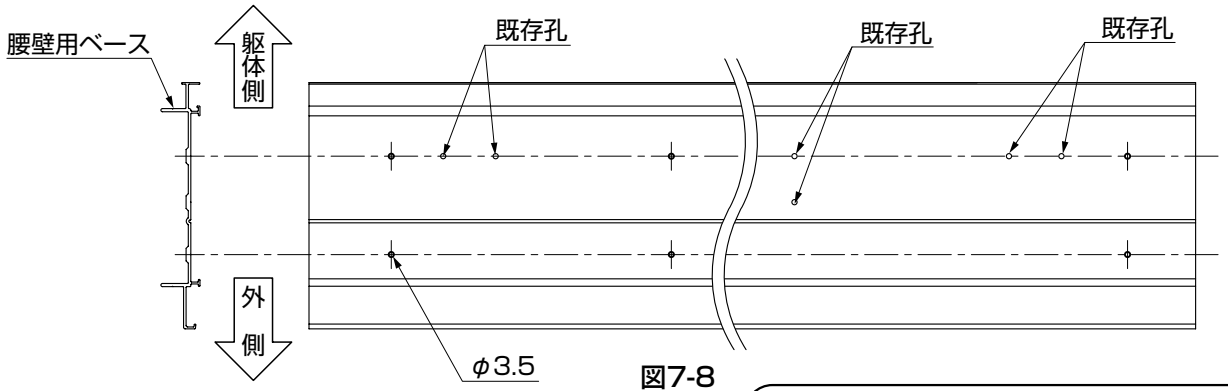
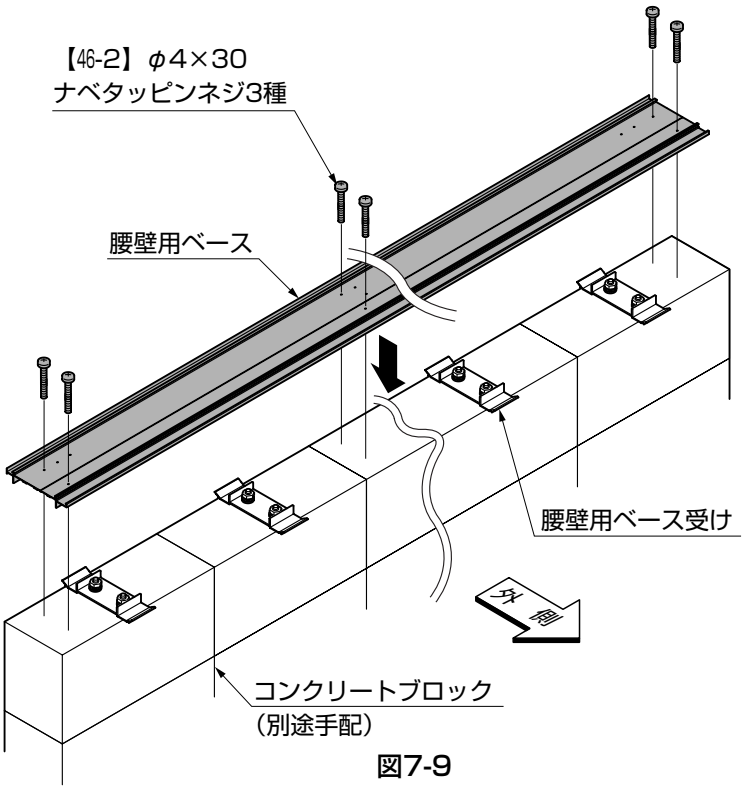

図7-8
図7-9
①腰壁用ベースに、φ3.5の孔を6箇所あけください。（図7-8参照）
②調整ネジ【46-2】をφ3.5の孔に取付け、コンクリートブロックの上にのせてください。（図7-9参照）
●腰壁用ベースには取付ける向きがあります。（図7-8、図7-9参照）